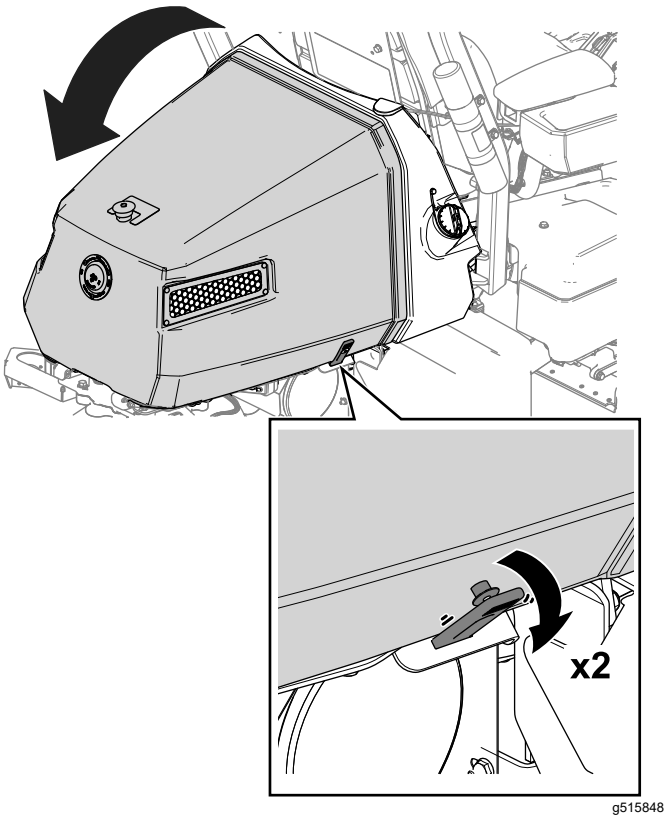

Figuur 42
1. Maak de banden los aan weerszijden van de motorkap (Figuur 42).
2. Til de motorkap op (Figuur 42).